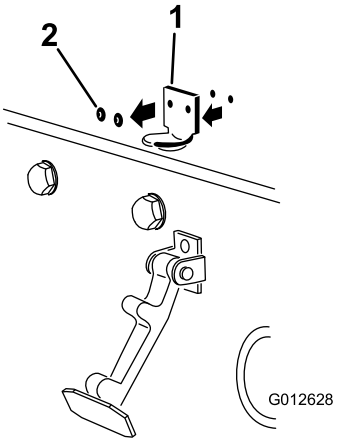

**Figur 5**
2. Ta bort de två nitarna som fäster motorhuvsspärrfästet på motorhuven (Figur 5). Ta bort motorhuvsspärrfästet från motorhuven.